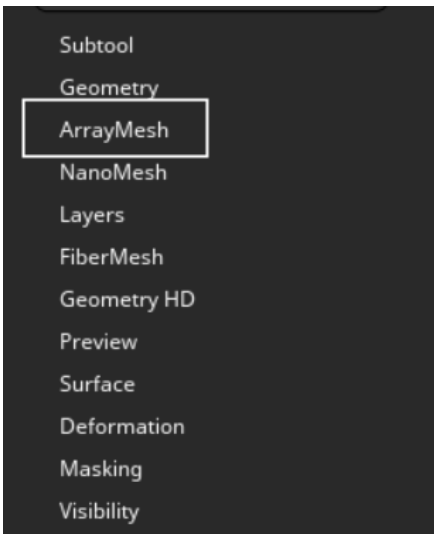
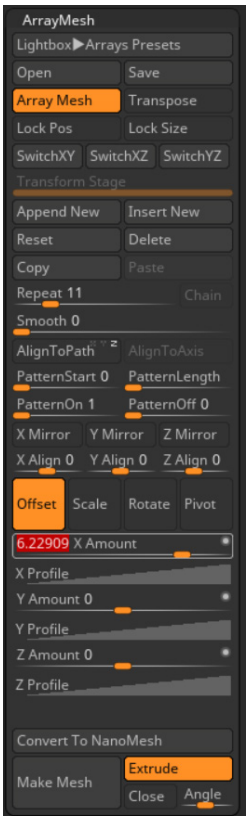
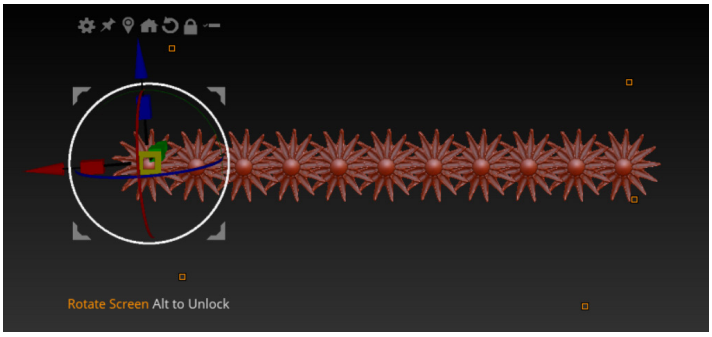

Figure 3-152 *The **Array Mesh** subpalette*
Figure 3-153 *The attributes in* ***Array Mesh***
Figure 3-154 *Flowers aligned*
1. Make sure the **Draw** button is chosen. Expand the **Array Mesh** subpalette in the **Tool** palette, refer to Figure 3-152. Next, in this subpalette, choose the **Array Mesh** button and enter **7** in the **Repeat** slider. Next, drag the **X Amount** slider, as shown in Figure 3-153. Figure 3-154 shows the aligned array of flowers.